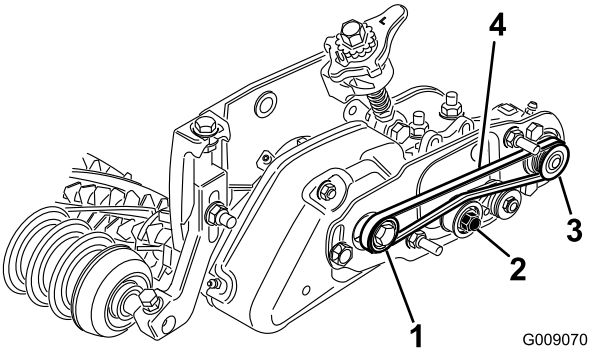

図 32
- **受動** プーリにベルトを回しかけ、次にアイドラプーリに上からベルトを掛ける図 32。
- **駆動** プーリを回してベルトを回転させる図 32。